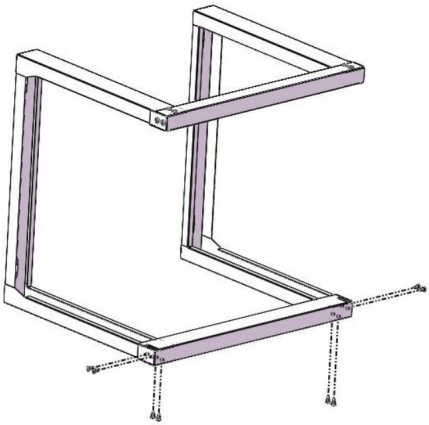

Figure 1
1. Insérez la traverse inférieure (2) dans le support en U gauche (1) et le support en U droit (1), fixez-la avec 8 vis de fixation d'assemblage M5 (4). Voir la figure 1.